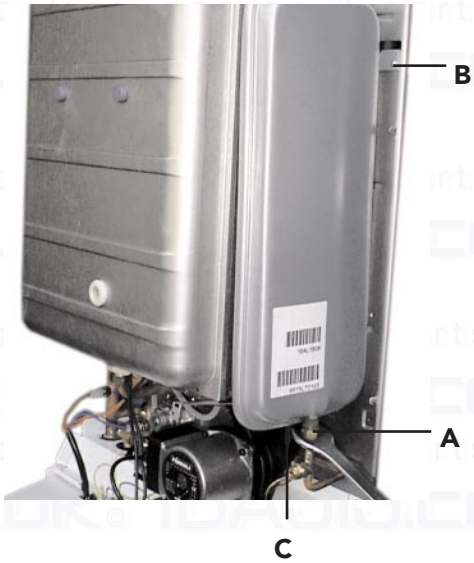

Fig. 35
7.04 Remove and re-presurising of C.H. expansion vessel (fig. 35)